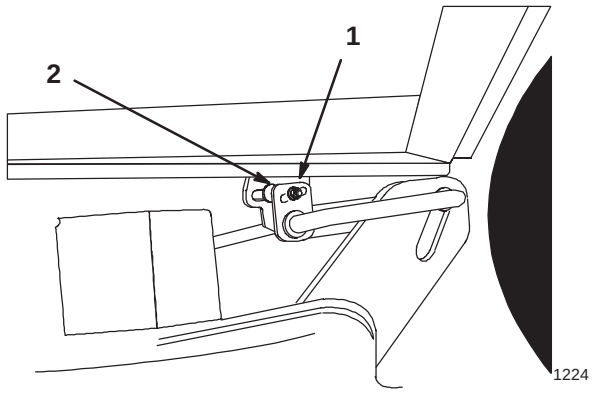

Figure 14
4. Loosen adjustment bolt on one side and rotate hanger bracket to raise or lower mower (Fig. 14).